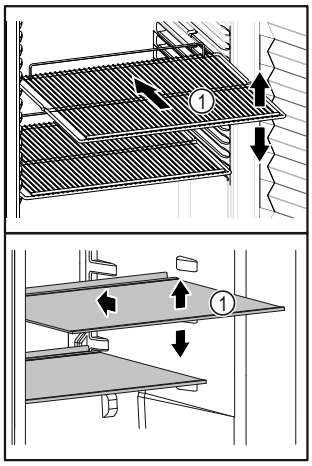

Fig. 67 Reprezentare exemplificativă
- ❑ Dacă polițele *Fig. 67 (1)* pot fi mutate, adaptați-le în funcție de înălțime.